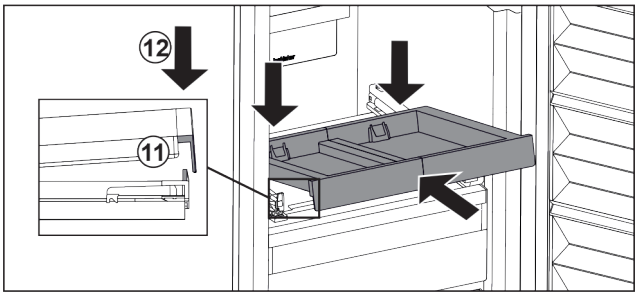

Fig. 173
▶ L'insérer en l'inclinant. Veiller à ce que, des deux côtés, la butée soit derrière la languette. *Fig. 173 (11)*
▶ Déposer le compartiment coulissant par l'avant. *Fig. 173 (12)*